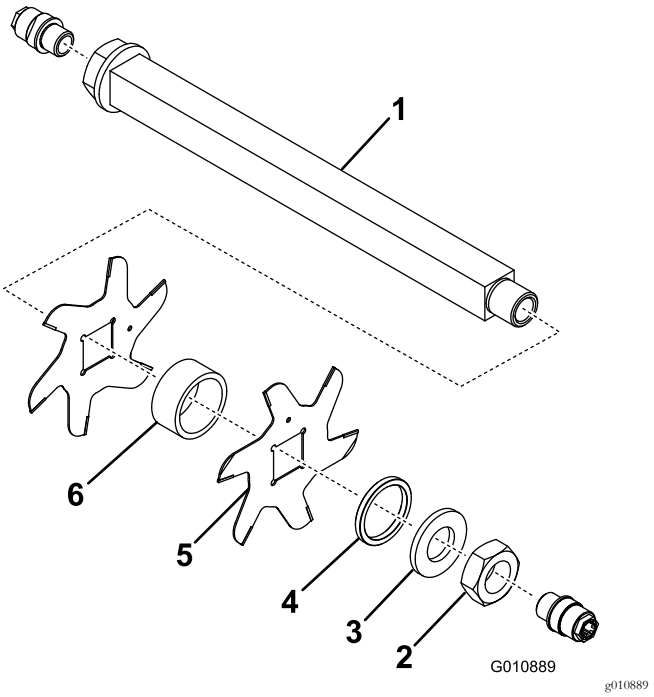

Figuur 17
3. Verwijder het kleine afstandsstuk, de ring, de messen en de grote afstandsstukken. Reinig en smeer de vierkante as met een dunne laag smeervet om de montage te vergemakkelijken (Figuur 17).